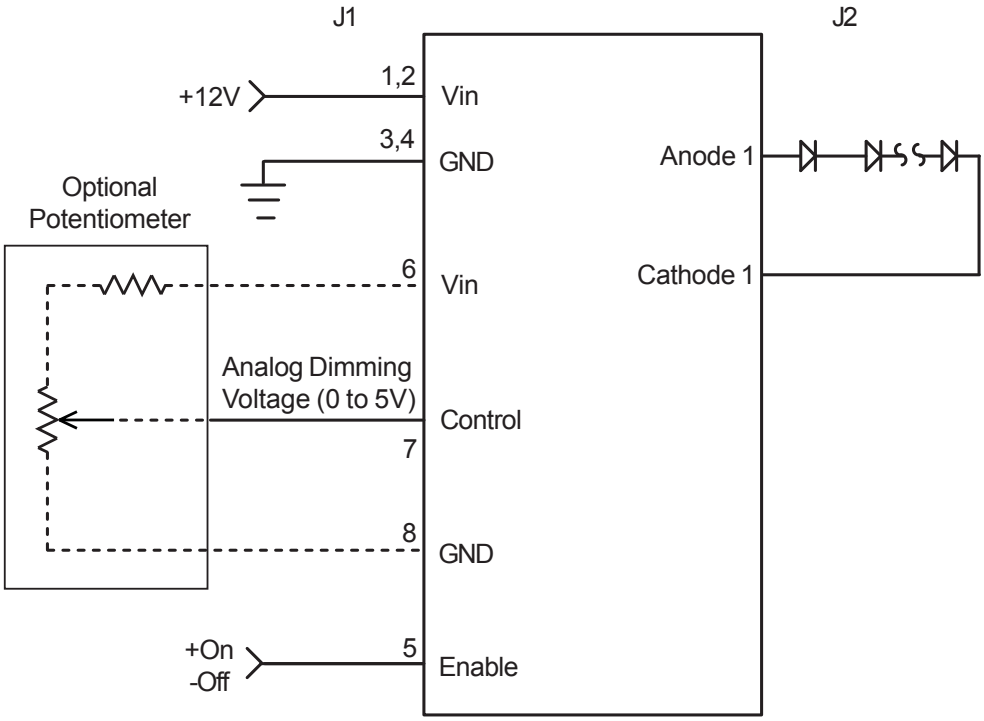

Figure 1
- OPERATION: Onboard PWM configuration as shown in Figure 1 allows the user to control display brightness by controlling the onboard PWM generator. The user is responsible to provide an analog control signal. A dimming ratio up to 1000:1 is possible with this configuration.